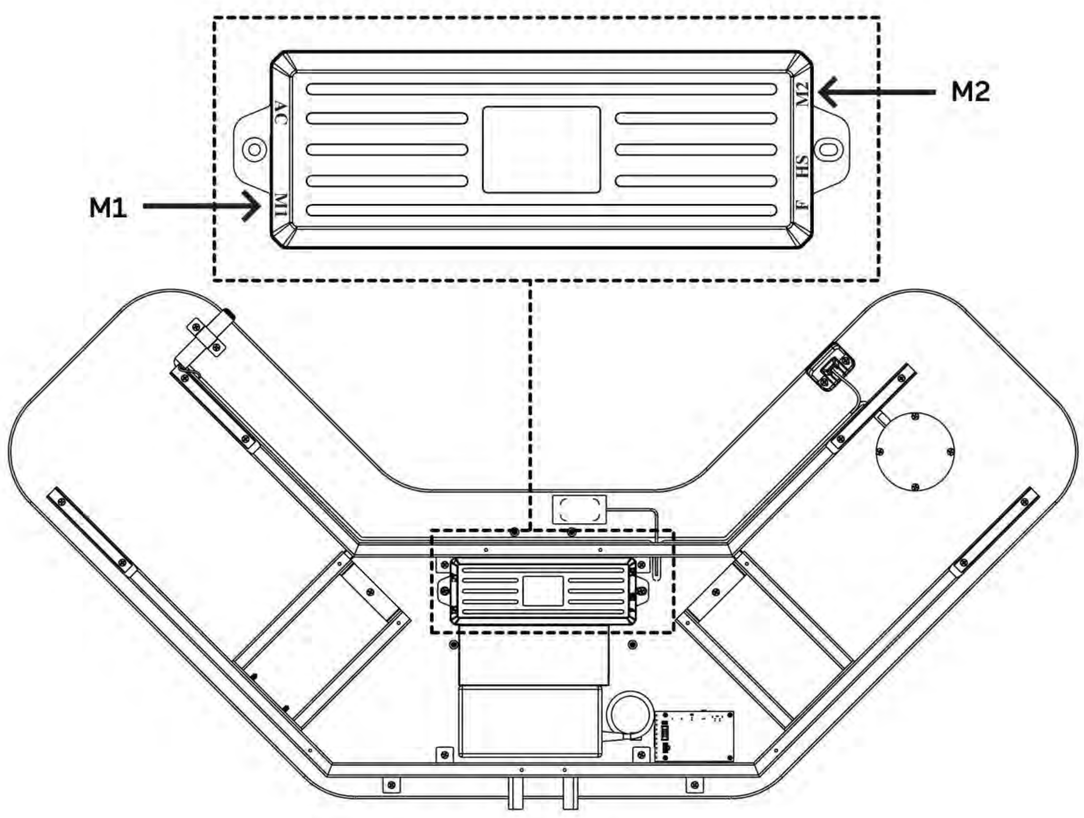

Figure 2
3. Each leg has a dangling cord. Once screwed in tightly, connect the cord to the matching port labeled **M1** or **M2** **(Figure 2)**